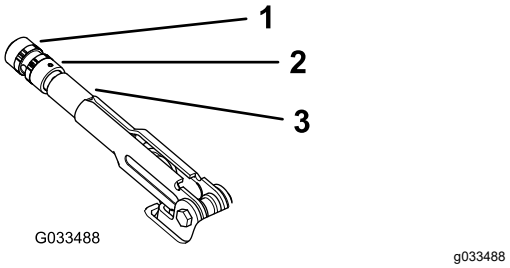

Figur 65
2. Løsn sætskruen, der fastgør skruen til parkeringsbremsehåndtaget (Figur 65).